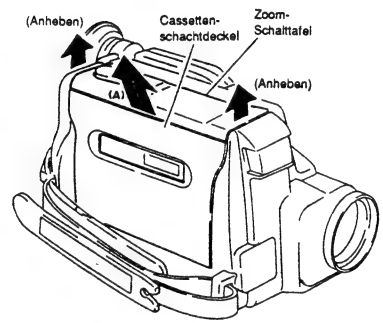

Abb. 2-15
8) Die Zoom-Schalttafel anheben und den Cassettenschachtdeckel in Richtung des Pfeiles (A) entfernen (siehe Abb. 2-15).